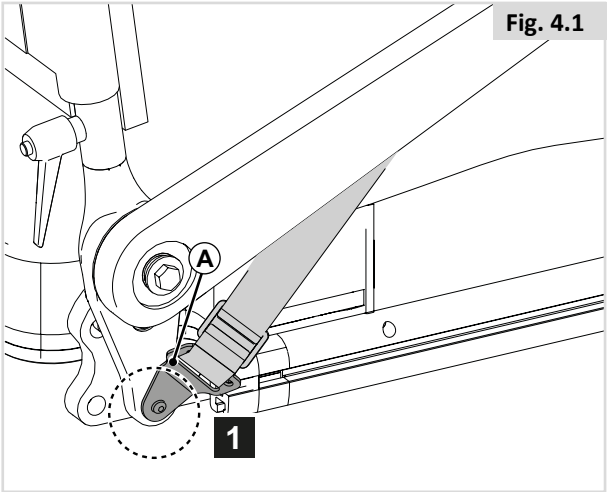

Fig. 4.1
1. Przymocować (A) do ramy siedziska przez wkręcenie śruby po prawej i lewej stronie. (Rys. 4.1)